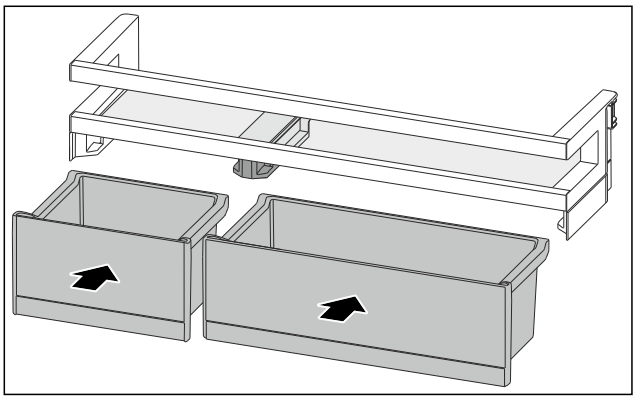

Fig. 163
▶ 排列互换后装入 VarioBox。〔参见 Fig. 163〕